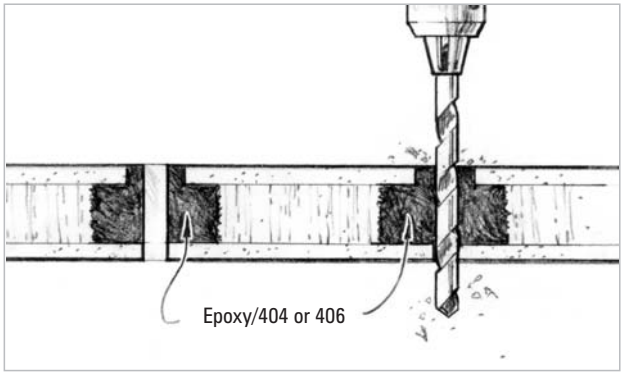

Figure 7-3 *Re-drill slightly oversized fastener holes through the cured epoxy.*
4. Temporarily place the hardware item in position and trace the outline of the base and the fastener holes with a pencil. Re-drill slightly oversized fastener holes through the cured epoxy (*Figure 7-3*).